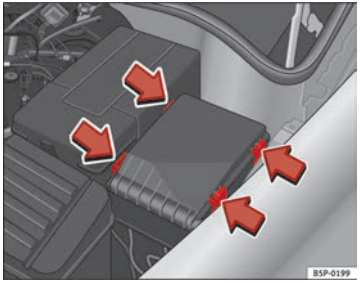

Fig. 182 Nel vano motore: coperchio della scatola dei fusibili.
- Premere le linguette di blocco nella direzione indicata dalle frecce per sbloccare il coperchio della scatola dei fusibili ⇒ fig. 182.